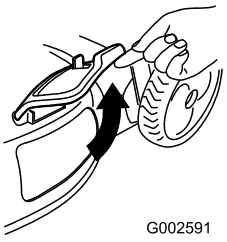

Figuur 30
2. Zet het deurtje van de zijafvoer open (Figuur 30).